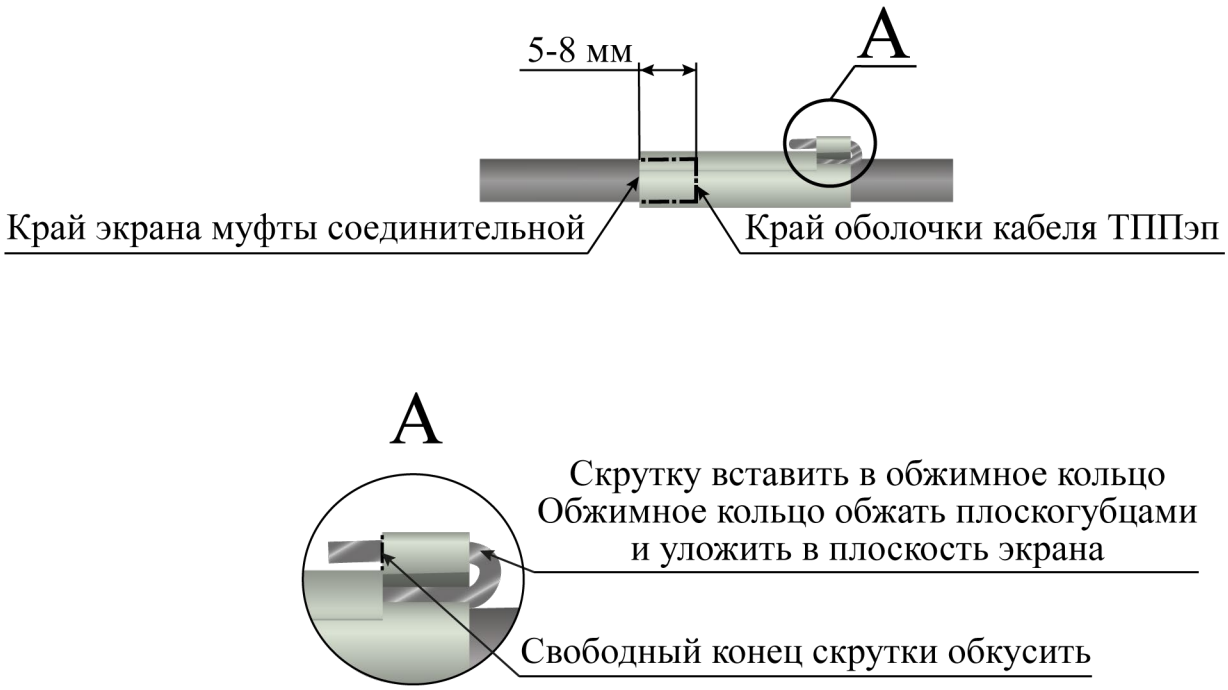

Рисунок 4.18
– скрутку экранных проводников вставить в обжимное кольцо экрана муфты соединительной, продеть 2 раза и обжать плоскогубцами (рисунок 4.18);